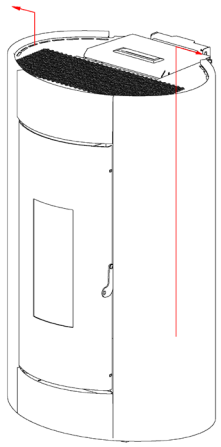

Fig. 43 - Entfernen der Seiten
- Die Seiten mit einer Bewegung von unten nach oben aushaken (siehe **Fig. 43 auf S. 23**).